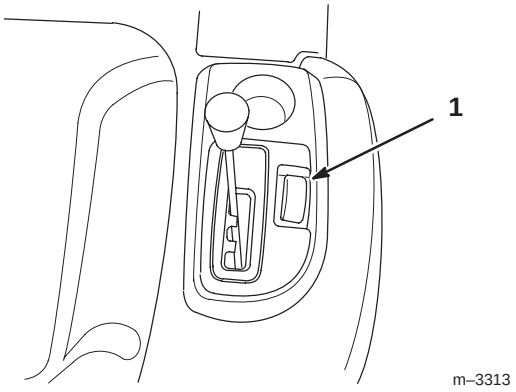

Bild 25
Der Tempomat wird über einen Schalter (Bild 25) am rechten Kotflügel gesteuert und regelt eine festgelegte Fahrgeschwindigkeit, ohne dass Sie Ihren Fuß auf dem Fahrpedal halten müssen. Der Tempomat wirkt nur bei Vorwärtsgängen.
1. Fahren Sie die Zugmaschine jetzt; siehe Vorwärts- und Rückwärtsfahren Seite 25. Schieben Sie, während Sie den Fuß mit gleichbleibendem Druck auf das Fahrpedal drücken, den Tempomatschalter (Bild 25) auf “Aktiviert”. Dadurch verklinkt sich der Tempomat in der jeweiligen Stellung, und Sie können Ihren Fuß vom Fahrpedal nehmen. So wird eine gleichbleibende Fahrgeschwindigkeit beibehalten.